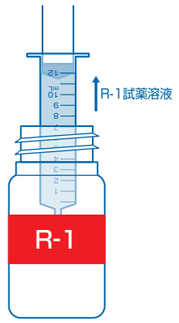

図5
⑤10mLシリンジをR-1試薬溶液(準備については表面参照)の入ったビンに差し込み、押し棒を最上部まで引いて、約12mLを吸い込みます。(図5)